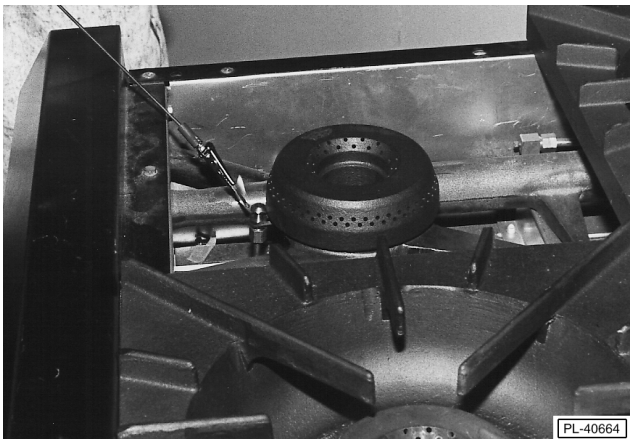

Fig. 11
2. Wait 30 seconds. Use a taper and light the open top pilot (Fig. 11).